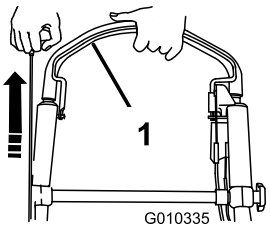

Figur 24
3. Hold bøjlen til knivens kraftudtag helt op mod håndtaget og træk i tilbageslagsstarterhåndtaget (Figur 24).